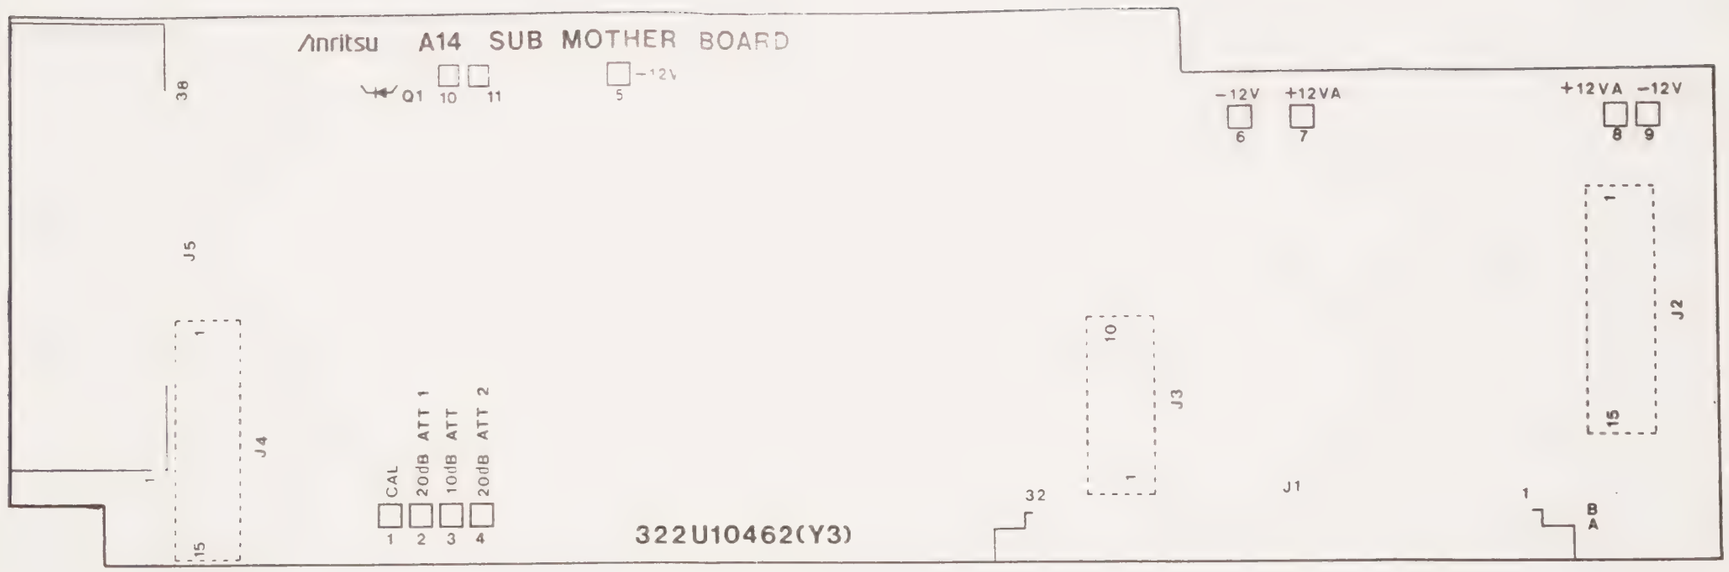

Fig. 3-58 A14 SUB MOTHERBOARD
2. A14 SUB MOTHERBOARD (Fig. 3-58 , 25)